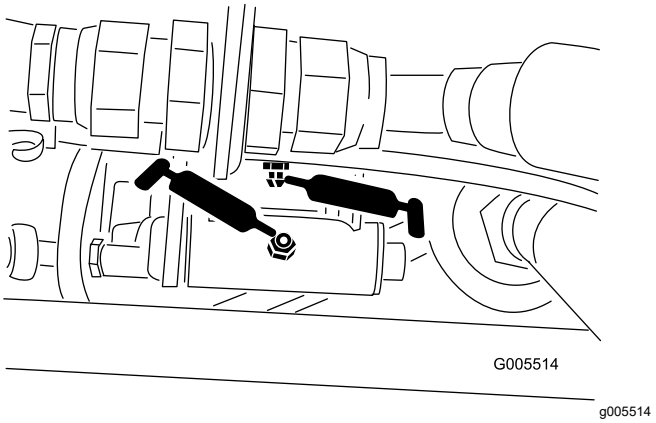
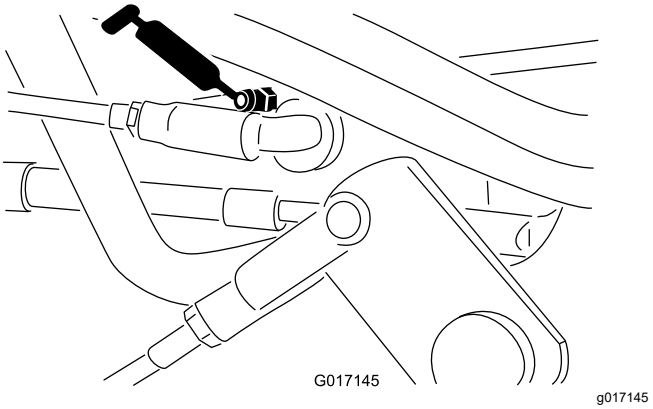

Figure 38
Figure 39
- Speed-selector linkage (Figure 38 and Figure 39)